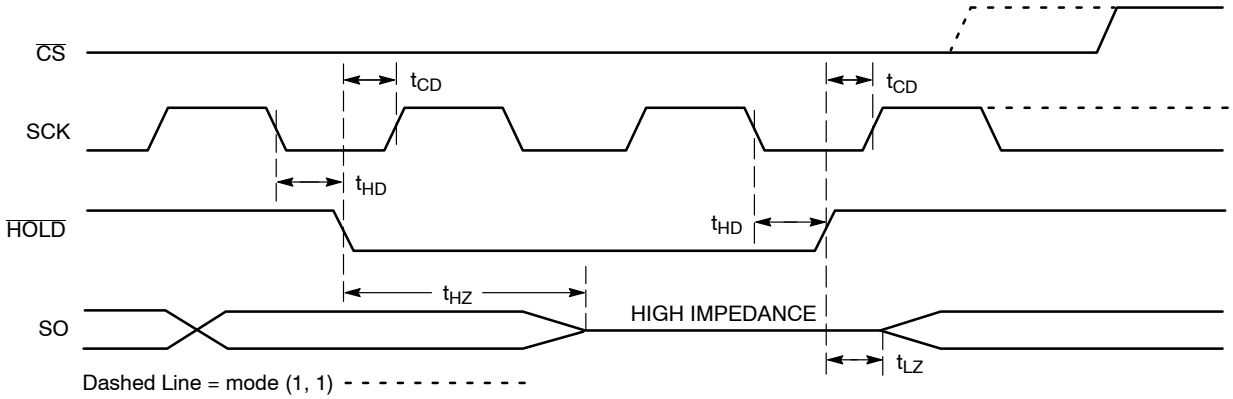

Figure 11. $\overline{HOLD}$ Timing
The $\overline{HOLD}$ input can be used to pause communication between host and CAT25080/160. To pause, $\overline{HOLD}$ must be taken low while SCK is low (Figure 11). During the hold condition the device must remain selected ($\overline{CS}$ low). During the pause, the data output pin (SO) is tri−stated (high impedance) and SI transitions are ignored. To resume communication, $\overline{HOLD}$ must be taken high while SCK is low.